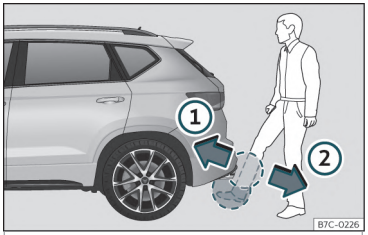

Fig. 85 Hayonul cu deschidere controlată cu senzori (Easy Open).
• Mișcați rapid laba și partea inferioară a piciorului cât mai aproape de bară. Partea inferioară a piciorului trebuie să fie aproape de zona senzorului superior, iar laba piciorului de zona senzorului inferior››› **fig. 85** ①.
• Retrageți rapid laba piciorului și partea inferioară a acestuia din zona senzorilor››› **fig. 85** ②. Hayonul se va deschide automat. »